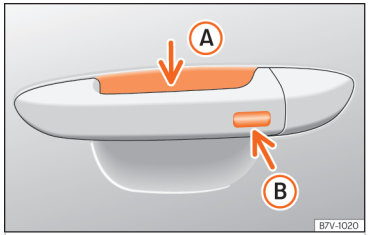

Abb. 48 Türgriff: Sensorflächen.
››› **(Abb. 48)**
- Berühren Sie die auf der Außenseite des Türgriffs befindliche Sensorfläche ››› **(Abb. 48)** Ⓑ. Alle Blinker leuchten einmal auf.
- Berühren Sie innerhalb von 5 Sekunden einmal die auf der Außenseite des Türgriffs befindliche Sensorfläche ››› **(Abb. 48)** Ⓑ. Ergreifen Sie dabei nicht den Türgriff. Das System Keyless Access ist jetzt vorübergehend deaktiviert.
Um mit der Komfortfunktion alle elektrischen Seitenfenster zu schließen, lassen Sie einen Finger einige Sekunden auf der Sensorfläche für Verriegelung ››› **(Abb. 48)** Ⓑ (Pfeil) am Türgriff, bis die Seitenfenster geschlossen sind.